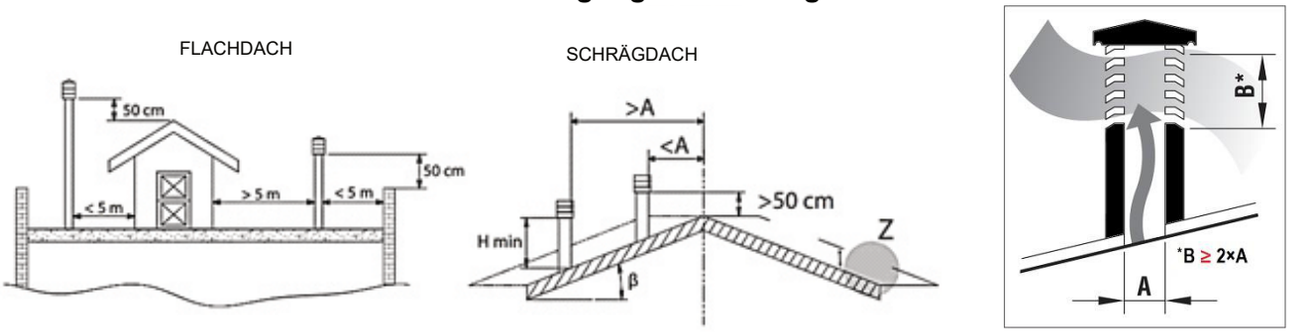

Bild 2
- der nützliche **Querschnitt am Ausgang nicht kleiner als der zweifache innere Querschnitt des Schornsteins**, – *siehe **B ≥ 2×A** auf dem Bild 2 rechts,*
- eingesetzt so, dass **eine angemessene Zerstäubung und ein Verdünnen der Verbrennungsprodukte außerhalb der Refluxzone** (Rückfluss) **möglich gemacht wird**, weil in ihr ein Gegendruck erzeugt wird. Deswegen muss man die Einschränkungen befolgen, welche auf dem *Bild 2* angegeben sind,